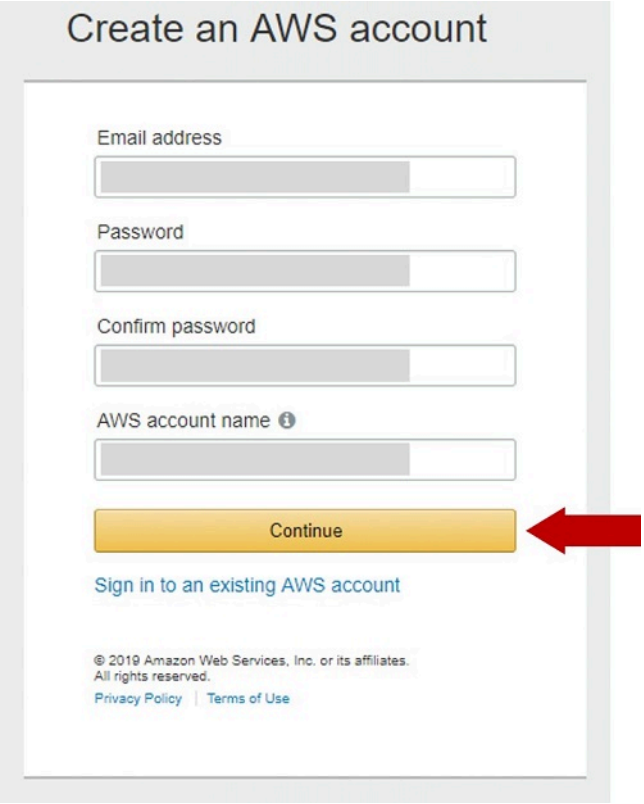

Figure 4. Create an AWS IoT Core account
3. Next, fill in the form with your email, password, AWS account name and click *Continue* as shown in Figure 4: